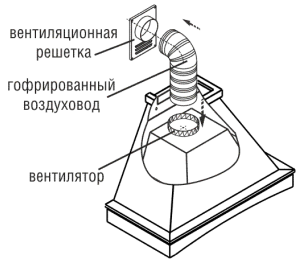

*рис. 8*
6.4 В зависимости от режима эксплуатации вытяжки соедините вентилятор с вентиляционной решеткой полужестким гофрированным воздуховодом (рис. 8) или установите на вентилятор угольные фильтры.